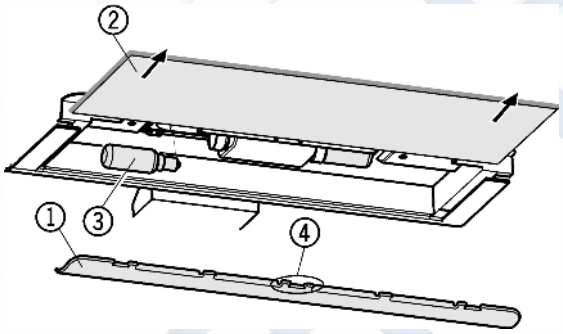

Fig. 19
▶ Снятие накладки *Fig. 19 (1)*: сзади возьмитесь пальцем за накладку и снимите её с фиксатора.
▶ Извлеките стеклянную полку *Fig. 19 (2)*.
▶ Лампу накаливания *Fig. 19 (3)* заменить.
▶ Установка накладки на место: защелкните справа и слева, следя за тем, чтобы средний крюк *Fig. 19 (4)* захватил стеклянную полку.